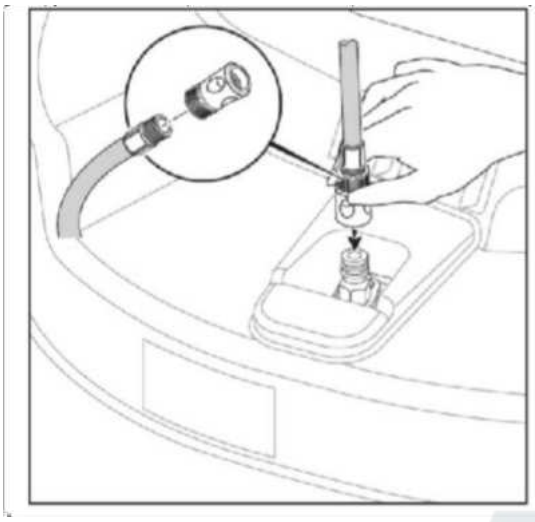

Рис. 23
6. Включите рычаг вкл/выкл ножей, чтобы привести в действие ножи деки. Вращение ножей и вода очистят нижнюю часть деки трактора (рис. 23).